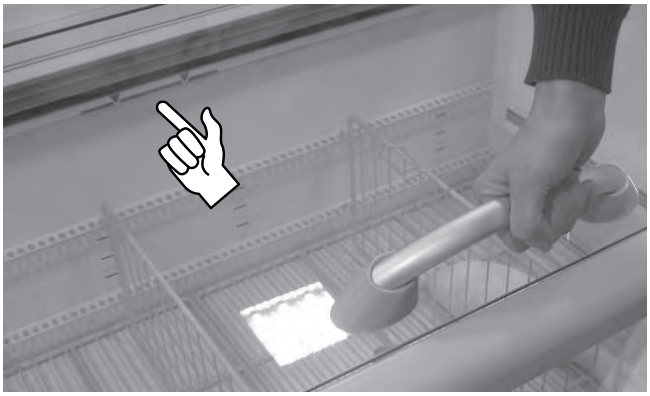

Abb. 15
- Die Waren nicht die Fülllinie überschreiten ("Abb. 15").